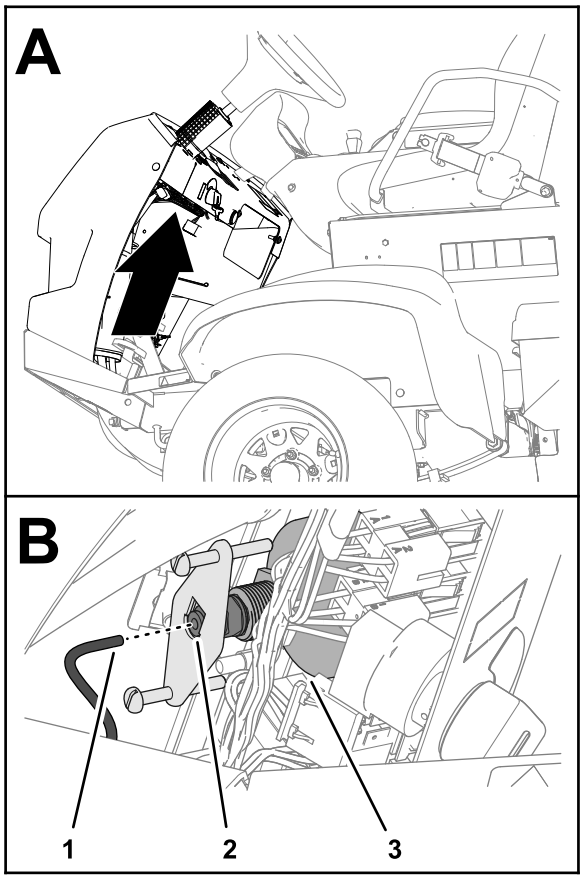

Bild 117
5. Entfernen Sie das Rohr von der Rückseite des Manometers und legen Sie das Ende des Rohres in einen Behälter (Bild 117).